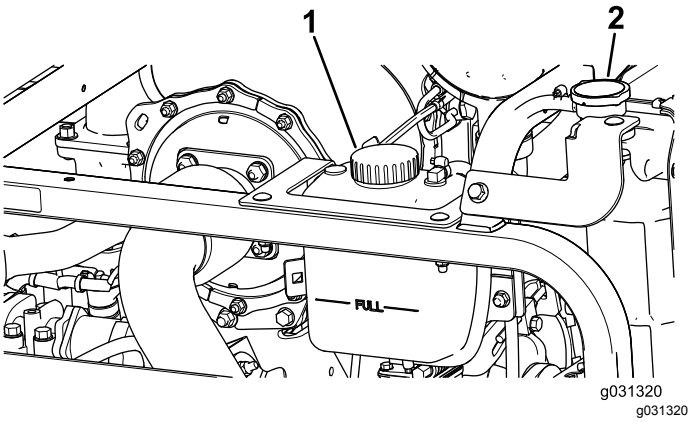

Bild 113
1. Nehmen Sie den Kühlerdeckel und den Deckel des Ausdehnungsgefäßes vorsichtig ab (Bild 113).
2. Prüfen Sie den Kühlmittelstand im Kühler (Bild 113).